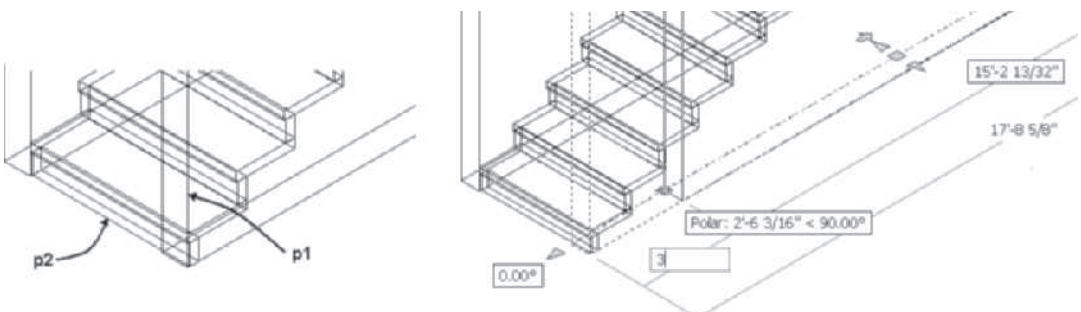

FIGURE 9.66 *Grip of wall selected*
15. The wall shown at **p1** in Figure 9.66 will be trimmed to the stair using the **RoofLine** command; therefore, the wall endpoint must be located within the limits of the stair. Select a wall and choose **Edit Reference In Place** from the Edit panel of the External Reference contextual tab. Verify that the **Automatically select all nested objects** option is selected. Click **OK** to dismiss the Reference Edit dialog box.
16. In this step, you will move the start point of the wall to within the stair. Select the wall at **p1** as shown in Figure 9.66 to display the grips of the wall. Select the wall start grip as shown at the right in Figure 9.66. Move the cursor to display Polar > tracking tip, press TAB if necessary to highlight, and modify the dynamic dimension as shown at the right in Figure 9.66. Type **3" [75]** in the workspace and press ENTER to move the wall end under the stair.
17. Select the wall at **p1** as shown in Figure 9.66 and choose **Modify Roof Line** from the Roof/Floor Line flyout menu in the Modify panel of the Wall contextual tab. Respond to the workspace prompts as shown below.
Select objects: 1 found *(Select the stair at* p2 *as shown in Figure 9.66.)*